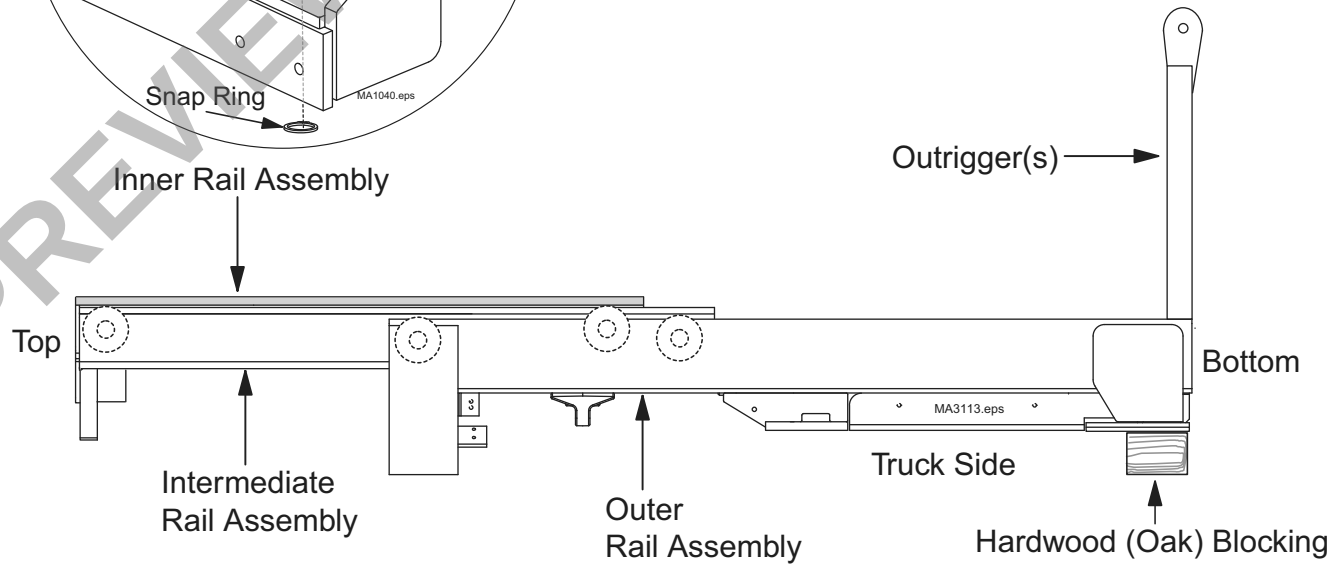

Figure 6-6
1. Pull the inner and intermediate rail assemblies part way out of the outer rail assembly to provide access for secondary cylinder removal. The rail cylinders must be removed to adjust or replace the lower rail rollers. Refer to figure 6-6.